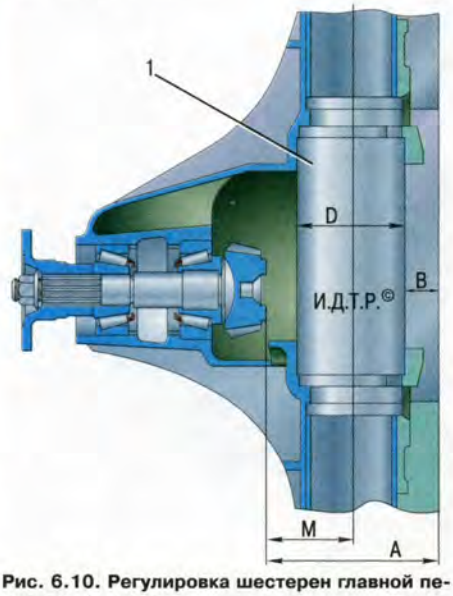

Рис. 6.10. Регулировка шестерен главной передачи: 1 – оправка
4. Замерьте расстояние **A** (рис. 6.10) от торца ведущей шестерни до заднего торца картера заднего моста. Установите оправку 1 длиной 190 мм и диаметром **D**, равным 90–0,01 мм, в посадочные места подшипников дифференциала. Установите крышки подшипников дифференциала и затяните болты крепления моментом 90–100 Н·м (9,0–10,0 кгс·м).